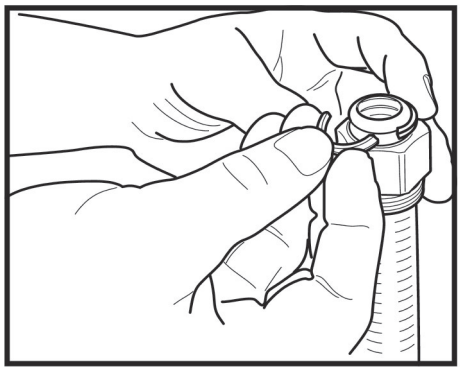

Figure: 4-30
4. Faites glisser l'écrou sur l'extrémité de la conduite et insérez les bagues fendues dans le creux de la première cannelure. Figure : 4-30